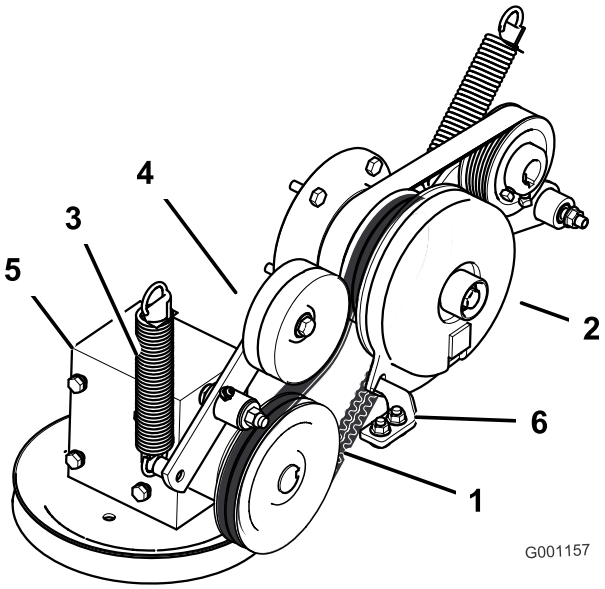

Figur 58
4. Demontera fjädern på remskivarmen (Figur 58).
7. Montera den nya kraftuttagsdrivremmen runt kopplingsskivan och växellådsskivan (Figur 58).
9. Montera fjädern på remskivearmen (Figur 58).